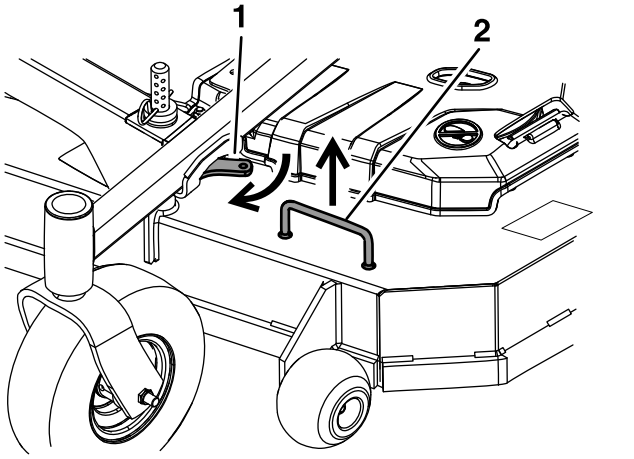
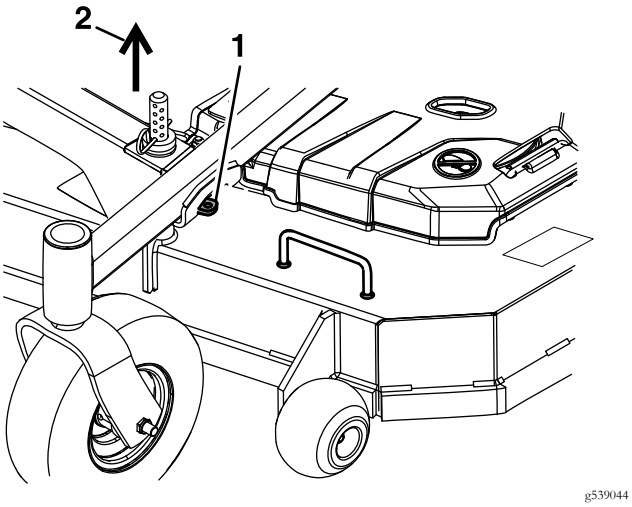

Figure 16
Figure 17
5. Lift the cutting deck using the handle as shown in Figure 16 (handle position varies with deck size) to the highest position possible. Engage deck height change assist lever by shifting forward until contact with the deck support rod is felt (see Figure 17). While the lever is manually engaged, lower the deck to rest on the lever.